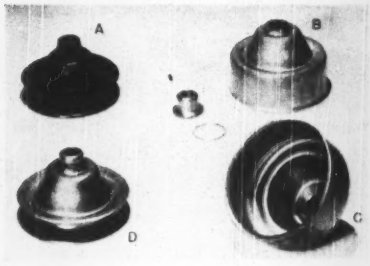

FIG. 7 AUTOMOTIVE PULLEYS
Cast pulleys, as shown in Fig. 7(A) and used for automobile water pumps, generators, etc., have been widely replaced by fabricated pulleys of numerous types. Advantages claimed often include lighter weight, reduced machining, better balance, and lower cost. Fig. 7 illustrates how a typical pulley is made by furnace-brazing. First, the two components shown at B, the hub and shell, are assembled with a copper-wire ring